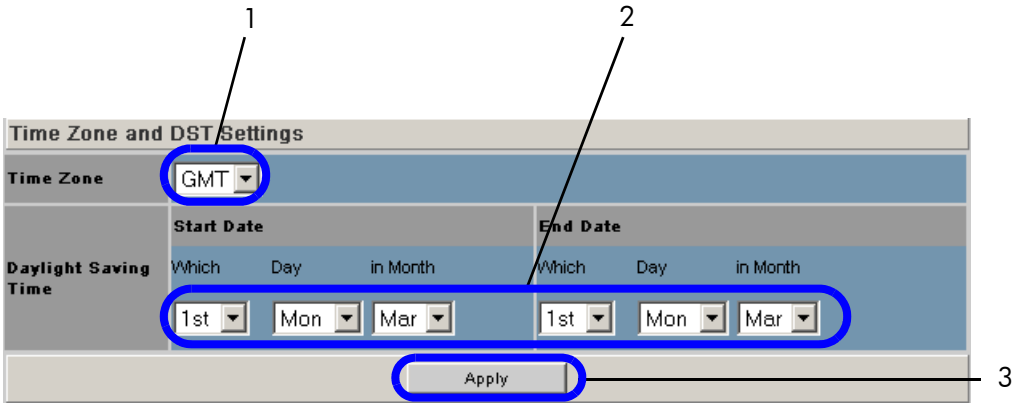

Figure 39 Time Service - Time Zone/Daylight Saving Time Setup
1. In the **Time Zone** drop-down, select the correct time zone based upon Greenwich Mean Time (GMT) (callout 1, Figure 39).
2. Using the **Which**, **Day**, and **in Month** drop-downs, set the start and end dates for Daylight Saving Time (callout 2, Figure 39).
3. To save, click **Apply** (callout 3, Figure 39).